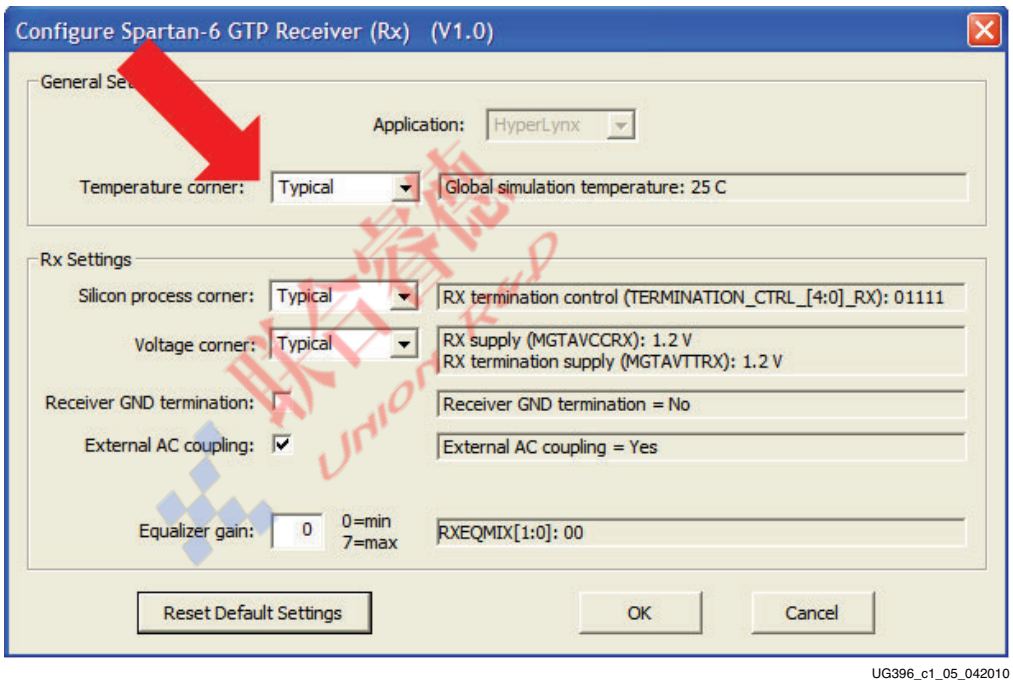

Figure 1-5: **Configure Spartan-6 FPGA Receiver**
- The global simulation temperature setting can be changed in either driver or receiver configurators (see Figure 1-5). However, because it is a global setting in Eldo, the last change made is applied to the entire circuit, regardless of whether the TX or RX configurator is used to make that change.